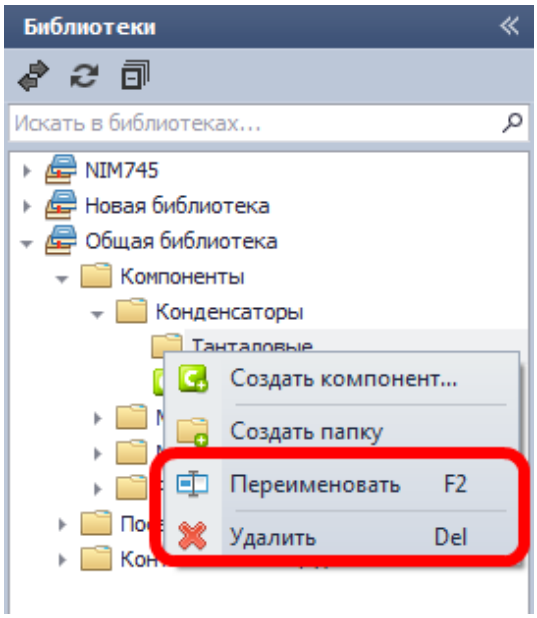

Рис. 97. Удаление и переименование дополнительной папки
3. Выберите пункт «Удалить» или «Переименовать» в зависимости от необходимого действия, см. Рис. 97.